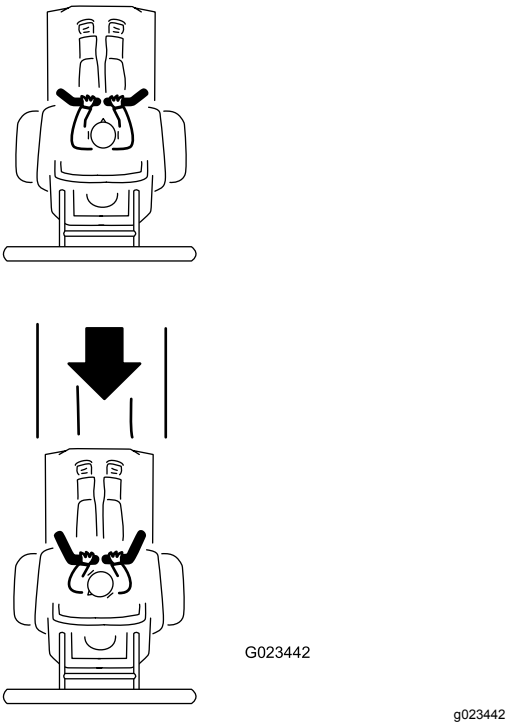

Figur 25
3. Kör bakåt genom att titta bakåt och sakta dra reglerhandtaget bakåt (Figur 25).